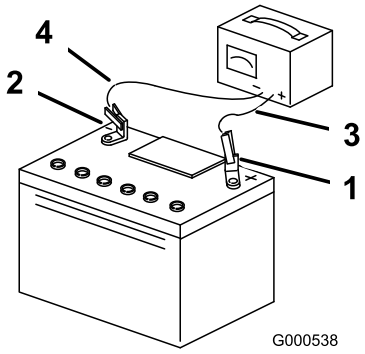

Figur 50
3. När batteriet är fulladdat ska laddaren kopplas bort från eluttaget först, och sedan ska laddningskablarna lossas från batteripolerna (Figur 50).